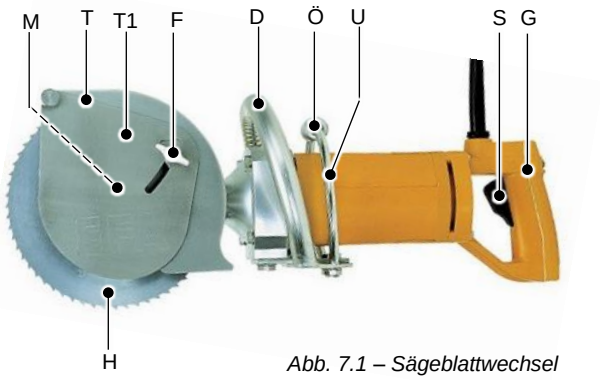

Abb. 7.1 – Sägeblattwechsel
Flügelmutter (F) ausschrauben und Tiefenanschlag (T1) abnehmen, *s. Abb. 7.1*.